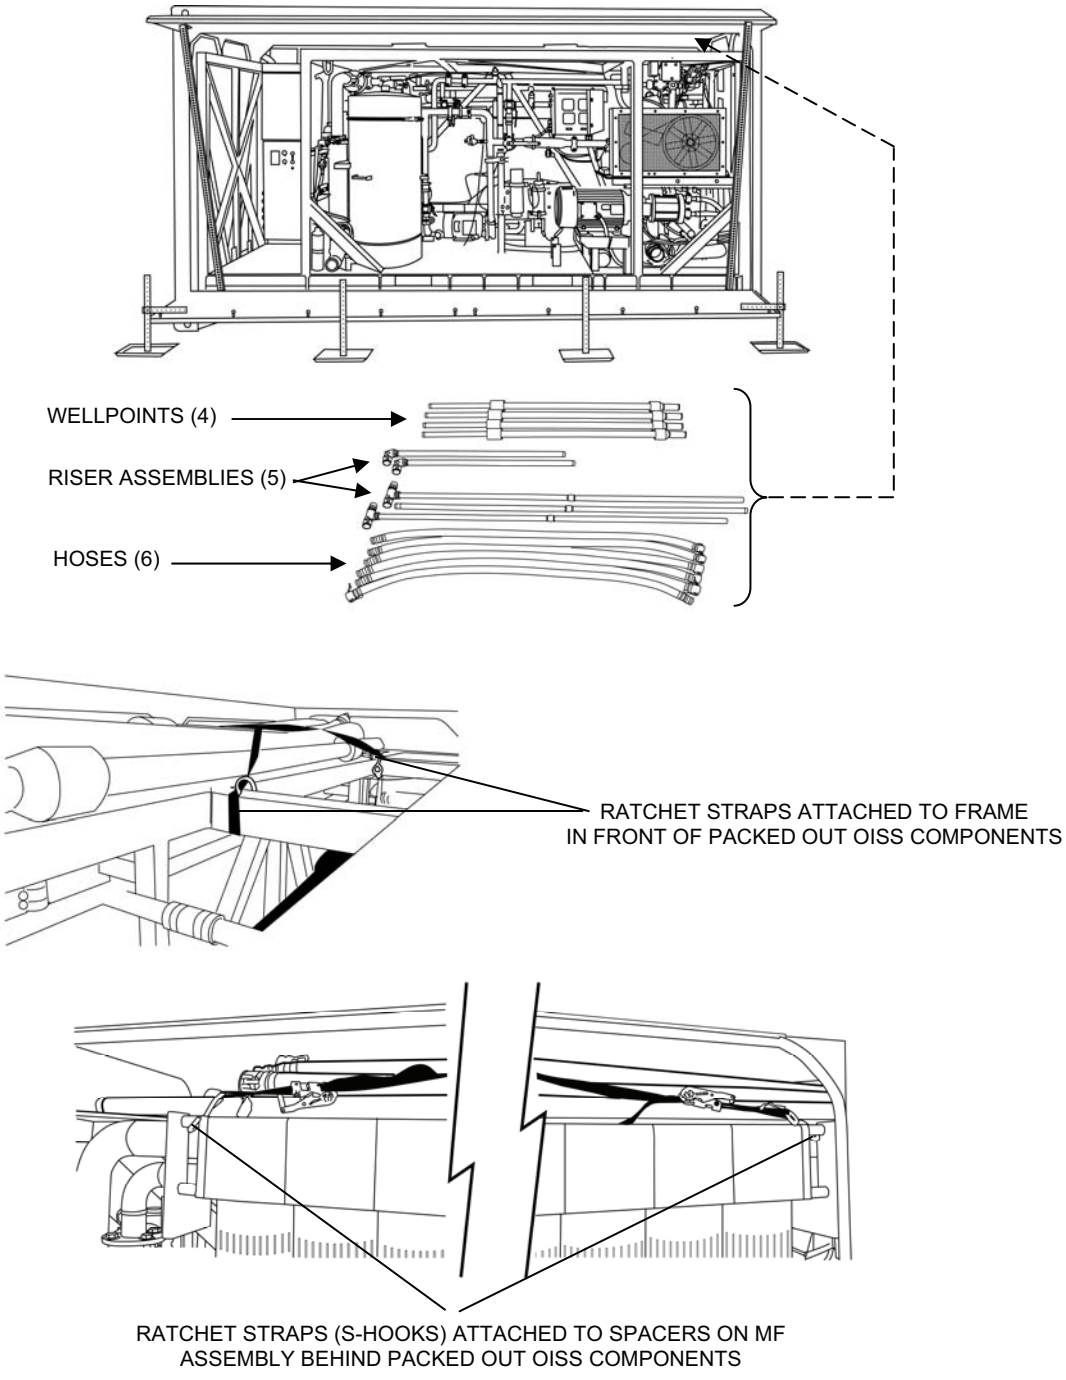

Figure 7. OISS Component Packout.
Components of the OISS, except the 2 x 2 x 3 tee assembly, are packed out lengthwise on top of the skid frame. These items are shown in Figure 7.
a. Wellpoint assemblies (4).
b. Riser assemblies (5). Place the tees and elbows at the Operator Station end of the skid. Orient the riser assembly tees and elbows at the Operator Station end of the TWPS. Make sure they don't stick down and interfere with the Operator Control Panel door.
2. Group the assemblies and hoses together as compactly as possible and strap them down using two 10-ft. ratchet straps (Figure 7).